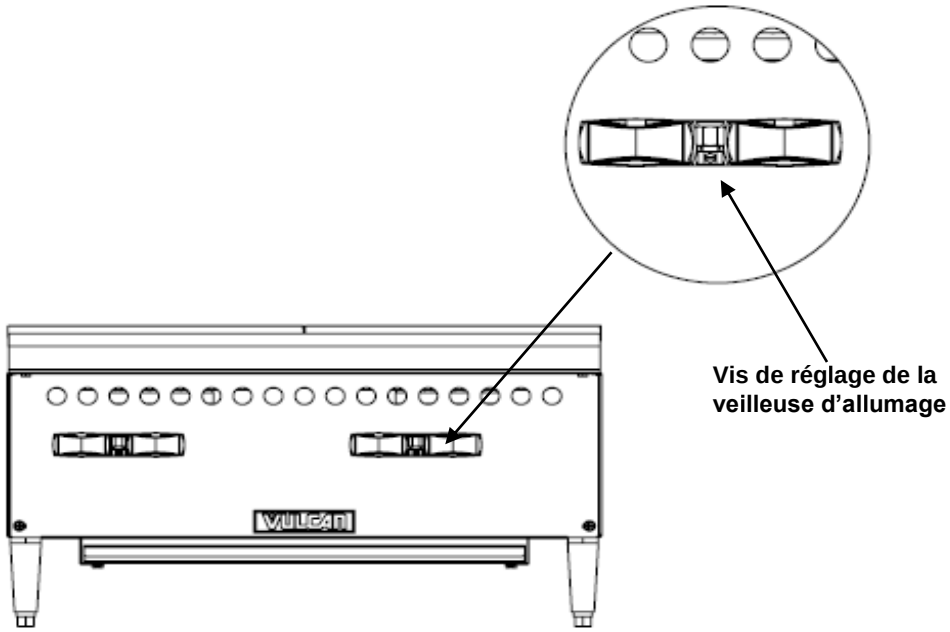

Fig. 6
À l'aide d'un tournevis à tête plate, tournez la vis à tête hexagonale fendue de réglage de la veilleuse d'allumage dans le sens des aiguilles d'une montre pour diminuer la flamme et dans le sens contraire des aiguilles d'une montre pour augmenter la flamme. Voir Fig. 6.
3. Ouvrez le robinet d'arrêt principal du gaz. Allumez la veilleuse entre chacun des deux principaux brûleurs. On peut avoir accès à la veilleuse d'allumage sous le bras support des grilles allant de gauche à droite. Réglez la vis de la soupape de la veilleuse (voir Fig. 6 à la page 8) jusqu'à ce que la flamme de la veilleuse ait une légère pointe jaune.